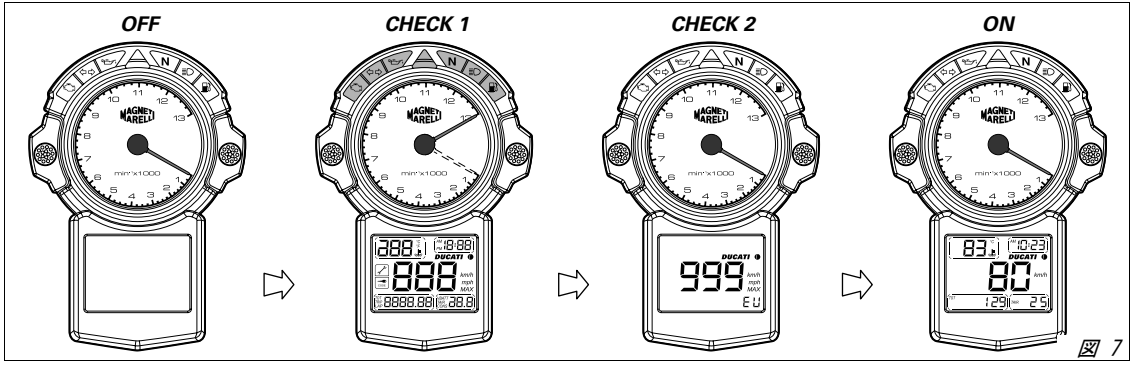

*図 7*
*キーを OFF から ON に回すと、メーターパネルのすべての機器（針、ディスプレイ、パイロットランプ）が点検されます（図 7 を参照）。*